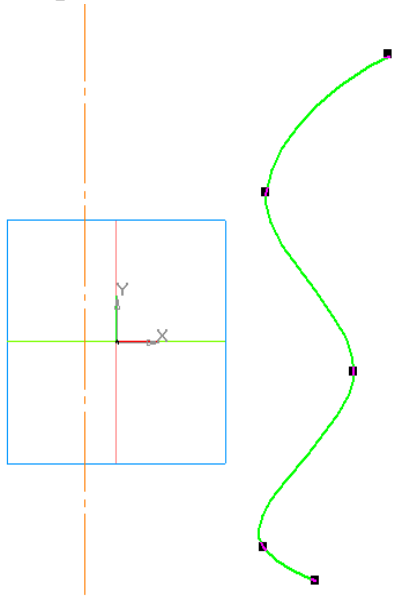

Рис. 3.18. Построение эскиза с кривой Безье для
5.4. Постройте кривую Безье по 5 опорным точкам (точкам перегиба), например, так, как показано на рис. 3.18.
5.5. Выберите на панели **Геометрия** команду **Отрезок**, стиль линии – **Осевая** и проведите отрезок осевой как показано на рис. 3.18.